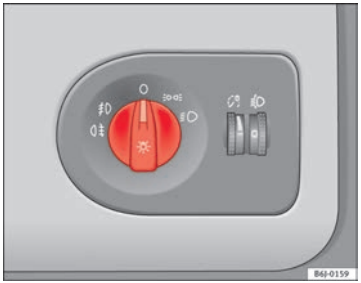

Fig. 54 Detailed view of the dash panel: lights, fog lights and rear fog light switch
– Turn the light switch ⇒ fig. 54 to position ≣D.